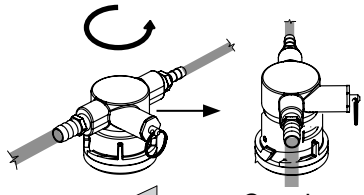

Figure 27a
9. Hooking up the keg coupler to the keg: Verify the coupler is in the "OFF" position (see Figure 27a).Align the lugs on the keg with the corresponding openings on the keg coupler and turn clockwise until the coupler stops (about 90°). Push down and twist the top of the coupler clockwise to allow gas to enter the keg.